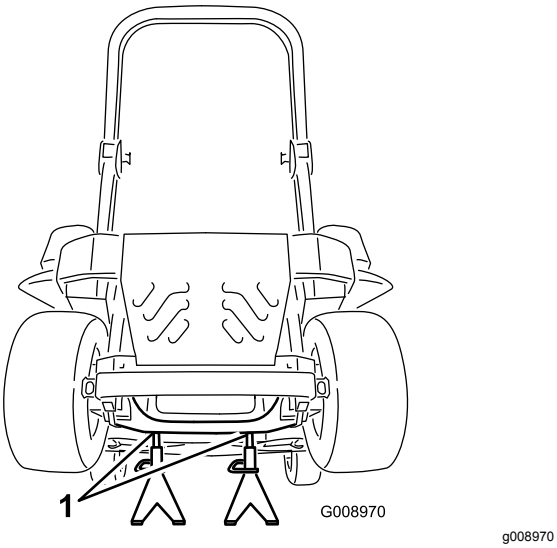

Figur 93
3. Løft opp maskinen og støtt den med jekkstøtter (Figur 93).
9. Ta bort jekkstøttene, og senk maskinen ned (Figur 93).